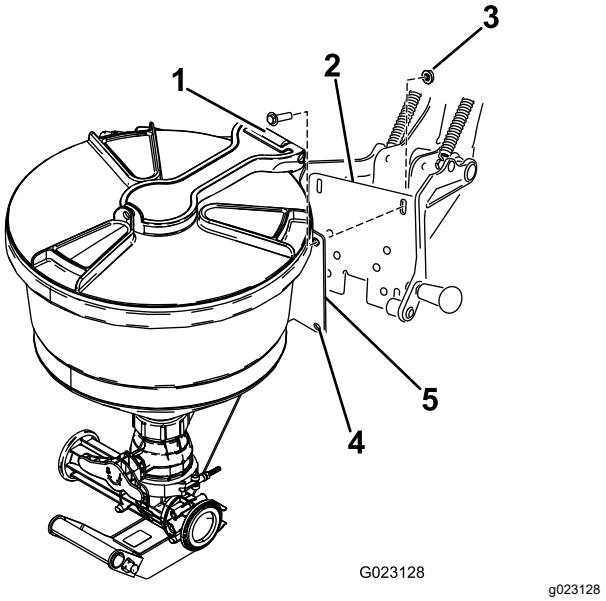

Rysunek 12
1. Ustaw otwory w płycie montażowej pompy strumieniowej równo z otworami w ramie wsporczej łoża (Rysunek 12).